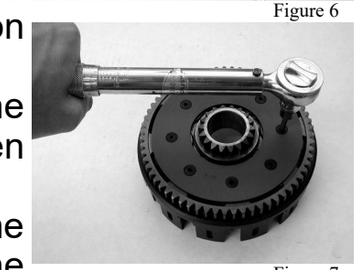

Figure 7
- Install the new retainer plate with the new 10X24-5/8” screws and tighten them to 3.3 ft/lbs (Figure 7)